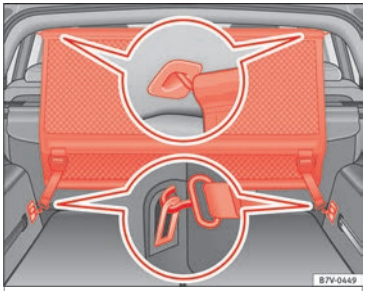

Bild 167 I bagageutrymmet: Montera avdelningsnätet bakom den andra sätesraden
- Haka i avdelningsnätet på takstödet på vänster sida ››› **bild 167**. För att göra detta styr du stången uppifrån och ner.
- Sätt fast avdelningsnätets krokar i remmarna framtill i bagageutrymmet ››› **bild 167** dra sedan åt bältena.
- Haka i avdelningsnätet på takstödet framtill på vänster sida ››› **bild 167**. För att göra detta styr du stången uppifrån och ner.
- Lossa avdelningsnätets krokar från öglorna ››› **bild 167**.
- Haka loss avdelningsnätet på takstödet på höger sida ››› **bild 167** genom att trycka på stången.